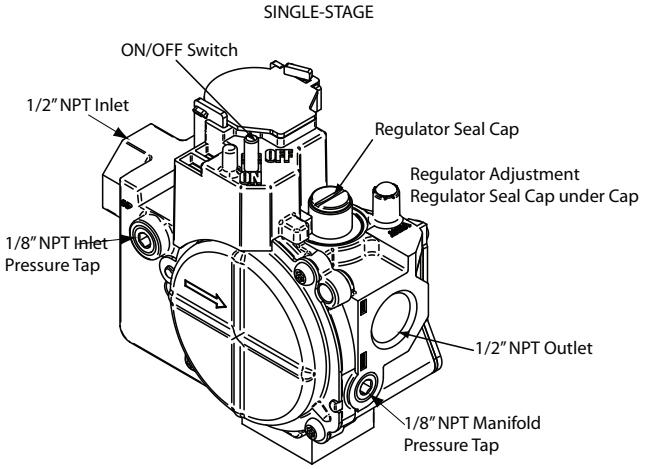

Fig. 61 - Gas Valve without Tower Pressure Ports
1. Adjust manifold pressure to obtain proper gas input rate. See Fig. 61.
h. Remove regulator adjustment cap from gas valve pressure regulator and turn adjusting screw (3/16 or smaller flat-tipped screwdriver) counterclockwise (out) to decrease input rate or clockwise (in) to increase input rate. See Fig. 61.